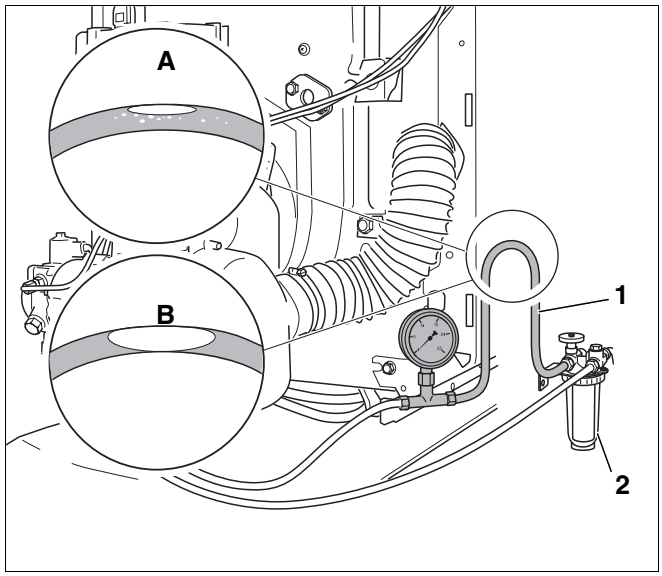

Afb. 49 Dichtheid van de aanzuigleiding controleren
- Monteer de transparante slang (afb. 49, **pos. 1**) in de aanzuigleiding achter de oliefilter (afb. 49, **pos. 2**).
- Bind een lus van de transparante slang omhoog, zoals op de tekening (afb. 49).
- Voer een visuele controle van het verzamelde luchtvolume (afb. 49, **loep A** en **B**) uit.
Wanneer zich slechts een gering luchtvolume op het hoogste punt van de lus (afb. 49, **loep A**) verzamelt, is de olieleiding voldoende afgedicht.
Bij grotere luchtbellen (afb. 49, **loep B**) is er een lekkage in de aanzuigleiding en / of bij de aansluitingen.